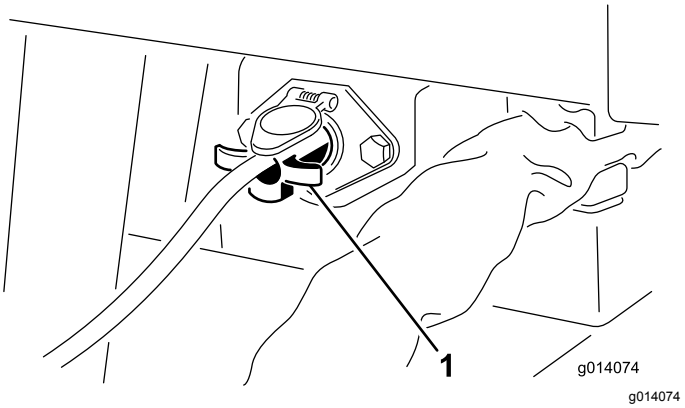

Figur 9
4. På SH-modeller skal tænd-/slukanordningen (ende med 4 gafler) sættes i soklen i maskinens forreste venstre hjørne (Figur 9).